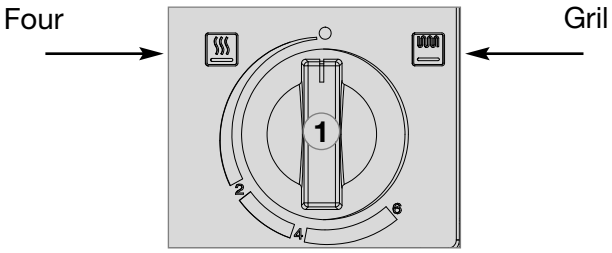

Fig. 47
- Tournez le bouton de commande **(1)** (fig. 47) en position „●“.